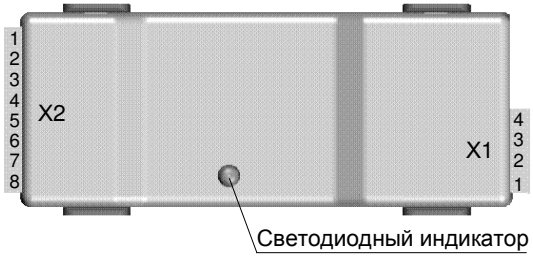

Рисунок 1. Внешний вид и расположение разъемов адаптера.
2.1. Подключить Черный и Красный провода (смотри таблицу 1) разъема X1 (смотри рисунок 1) к отрицательной и положительной клемме аккумулятора соответственно. Цепь питания адаптера должна быть защищена плавким предохранителем номиналом не более 5А.